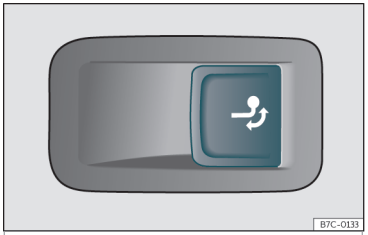

Fig. 250 En el lado derecho del maletero: tecla para desbloquear el enganche de bola.
- Tire de la tecla ››› **fig. 250** brevemente. El gancho de remolque se desbloquea eléctricamente y se gira automáticamente hacia fuera. El testigo de control de la tecla parpadea.
- Tire de la tecla ››› **fig. 250** brevemente. El gancho de remolque se desbloquea eléctricamente.
- Si el testigo de control de la tecla ››› **fig. 250** *parpadea*, significa que el gancho de remolque aún no ha encastrado correctamente o que está dañado ››› ⚠.
- Si el testigo de control ››› **fig. 250** *permanece encendido* con el portón trasero abierto, el gancho de remolque está correctamente encastrado tanto cuando está extraído como cuando está escamoteado.
- **No pulse nunca la tecla ››› fig. 250 cuando haya un remolque enganchado o vaya montado un portaequipajes u otros accesorios sobre el gancho de remolque.**